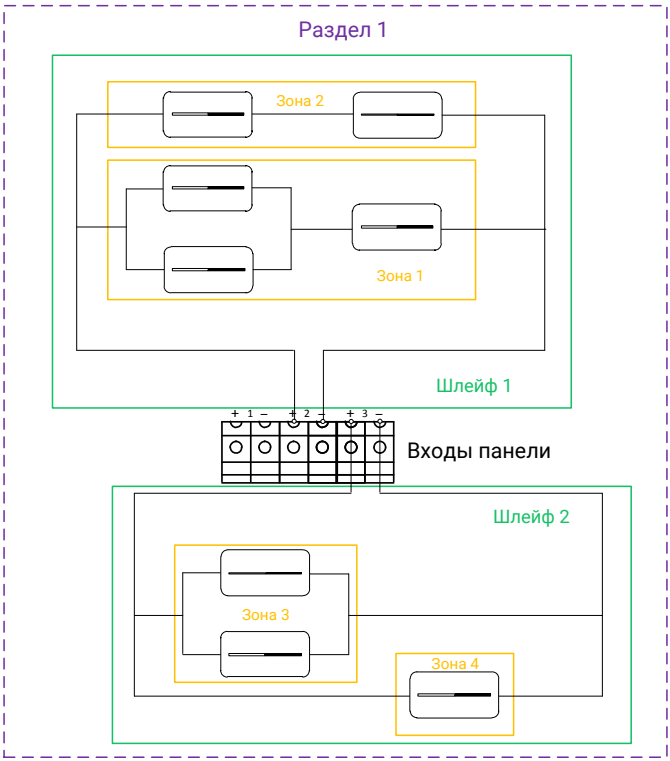

Рисунок 8. Пример формирования зон, шлейфов и разделов
- **Шлейф** - линия связи (провод), при помощи которой датчики подключается к прибору. Шлейф может содержать одну и более зон (см. рис. 8).